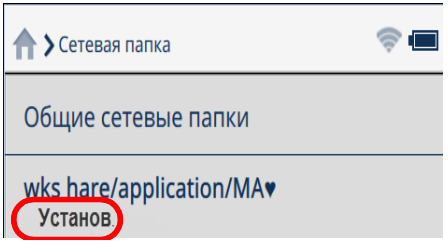

Рис. 4-3 Папка успешно установлена
Под выбранной папкой отображается «Установ.» (см. Рис. 4-3 на стр. 113).
1. Щелкните на установленной сетевой папке (см. Рис. 4-3 на стр. 113).
1. Щелкните на сетевой папке в списке **Общие сетевые папки** (см. Рис. 4-3 на стр. 113).